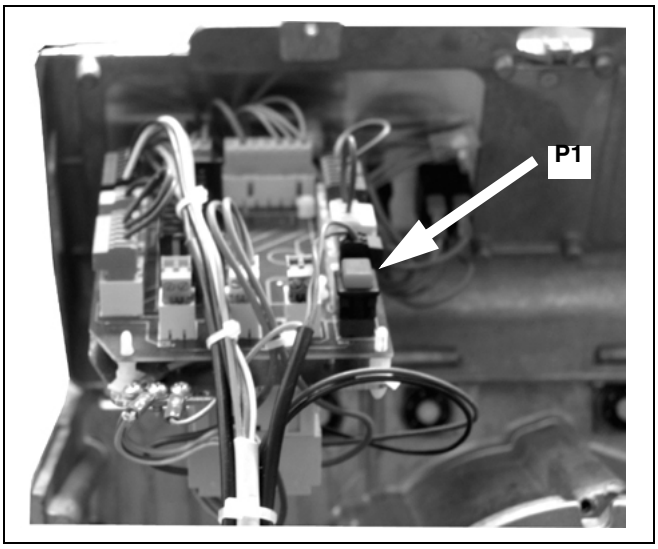

Fig. 33 - - Second nozzle ignition pushbutton on double stage burners
- When the flame appears press the **P1** button (Fig. 33) for a few seconds to fill the second nozzle pipe;